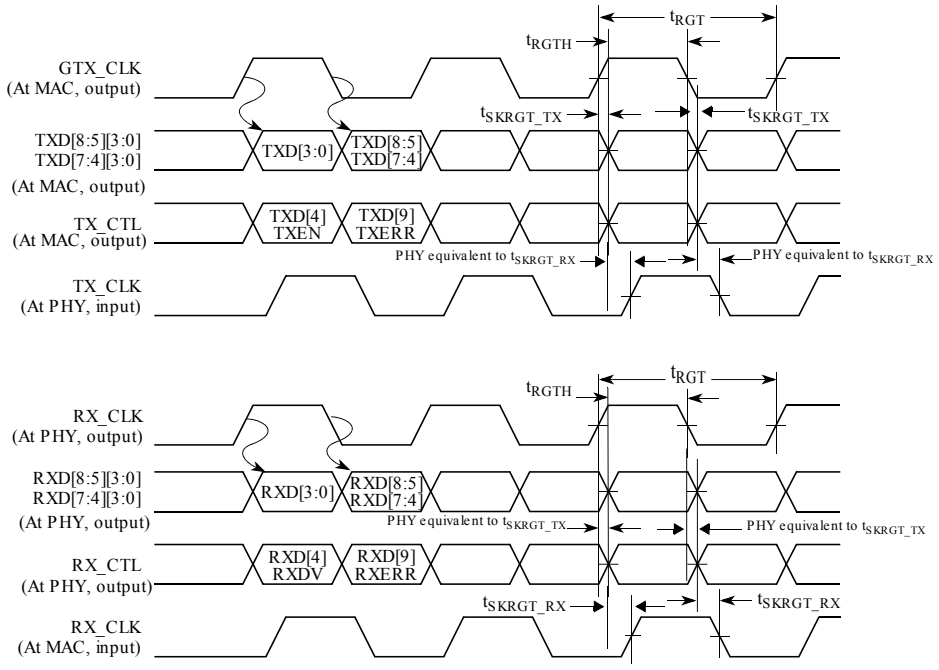

Figure 25. RGMII AC timing and multiplexing diagrams
| 1. The frequency of ECn_RX_CLK (input) should not exceed the frequency of ECn_GTX_CLK (output) by more than 300 ppm.2. This implies that PC board design will require clocks to be routed such that an additional trace delay of greater than 1.5 ns is added to the associated clock signal. Many PHY vendors already incorporate the necessary delay inside their device. If so, additional PCB delay is probably not needed.3. For 10 and 100 Mbps, $t_{RGT}$ scales to 400 ns ± 40 ns and 40 ns ± 4 ns, respectively.4. Duty cycle may be stretched/shrunk during speed changes or while transitioning to a received packet's clock domains as long as the minimum duty cycle is not violated and stretching occurs for no more than three tRGT of the lowest speed transitioned between.5. Applies to inputs and outputs.6. The system/board must be designed to ensure this input requirement to the chip is achieved. Proper device operation is guaranteed for inputs meeting this requirement by design, simulation, characterization, or functional testing.7. In general, the clock reference symbol representation for this section is based on the symbols RGT to represent RGMII timing. Note that the notation for rise (R) and fall (F) times follows the clock symbol that is being represented. For symbols representing skews, the subscript is skew (SK) followed by the clock that is being skewed (RGT).8. See Figure 25. | | | | | |